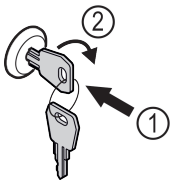

Fig. 106 Voorbeeld
▶ Sleutel erin duwen *Fig. 106 (1)*.
▶ Sleutel 90° rechtsom draaien *Fig. 106 (2)*.